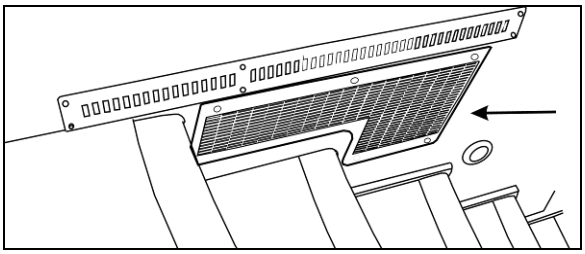
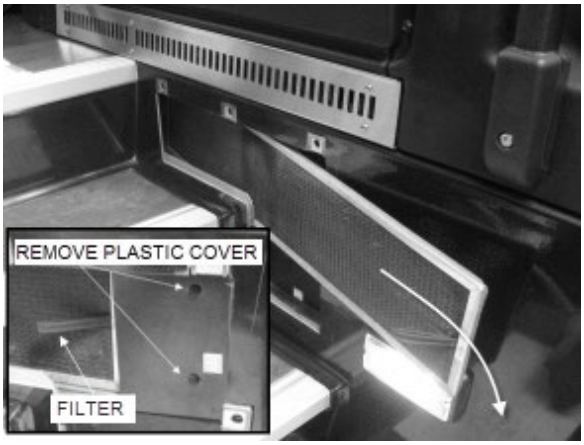

FIGURE 25: R.H CONSOLE AIR FILTER ACCESS GRILL (COACHES) 18505
FIGURE 26: REMOVING DRIVER'S SECTION AIR FILTERS
To gain access to the A/C filters, unscrew the grille located at the top entrance step (Figure 25). Unscrew the plastic cover and slide out the recirculating air filter (**FIGURE 26**). Doing so will give you access to the fresh air filter (see item 18, Figure 91).